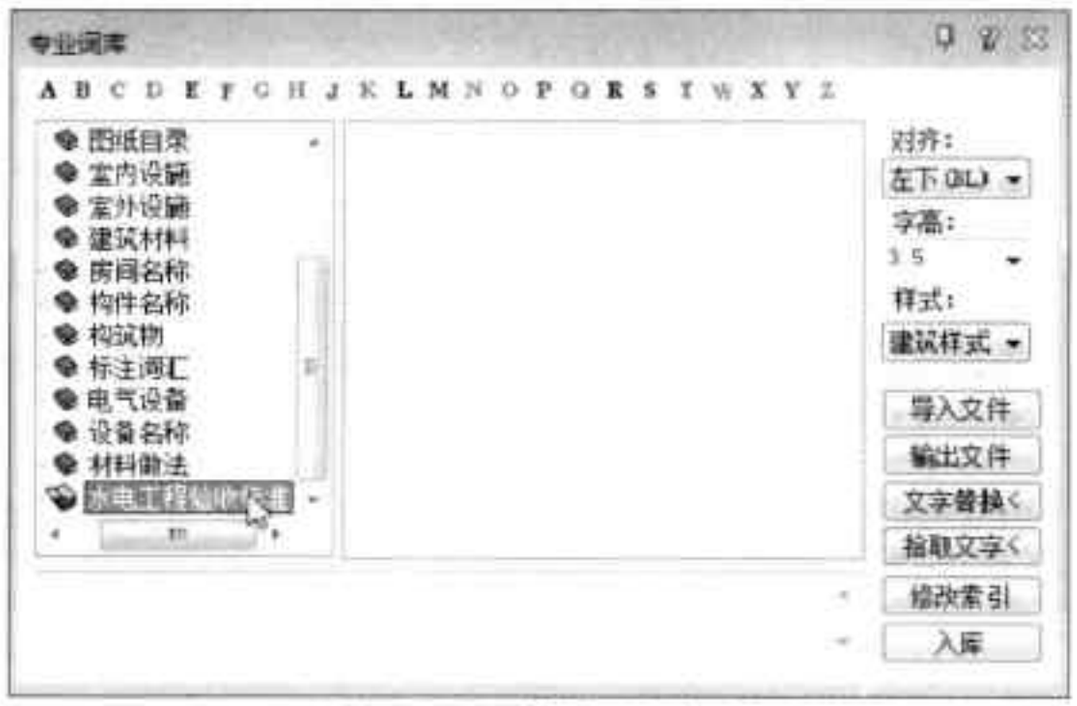

图17-12 输入目录名称
Step 02 在添加的新目录中，输入目录名称，结果如图 17-12 所示。